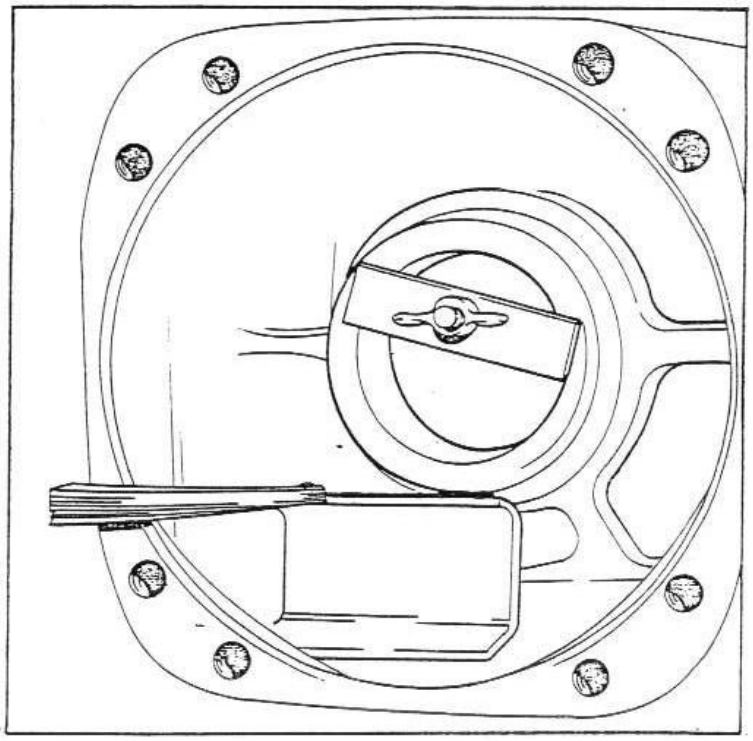

Fig.15
Mesurer la dimension (Y) comme montré (fig. 15).